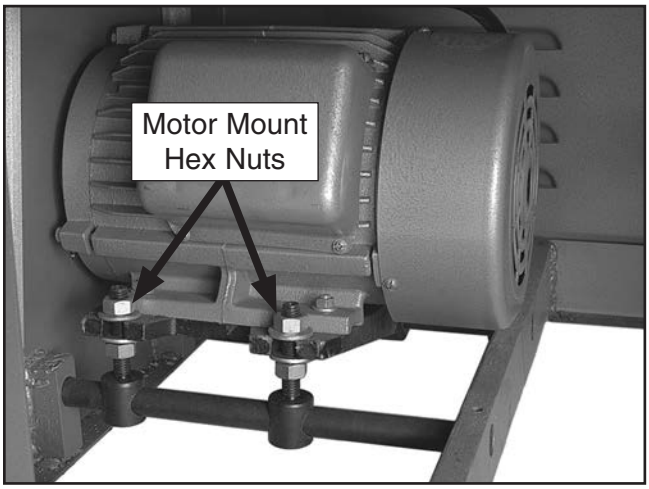

Figure 48. Front cabinet cover removed to access motor mount hex nuts.
3. Remove front cabinet cover to access motor mount hex nuts (see **Figure 48**).
5. To adjust V-belt tension, loosen both top motor mount hex nuts (see **Figure 48** on **Page 38**), then adjust bottom hex nuts to raise or lower motor.